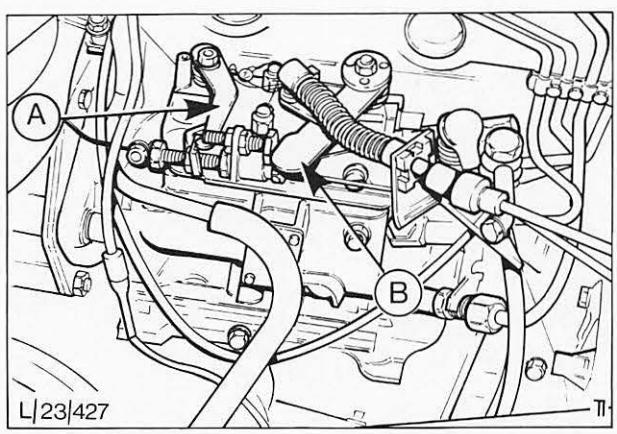

Abb. 29 Leerlaufdrehzahl-Einstellung der Einspritzpumpe
5. Sollte die Verzögerungszeit und die Leerlaufdrehzahl falsch sein, ist wie folgt vorzugehen (siehe Abb. 29):
6. Falls nur die Leerlaufdrehzahl falsch ist, muß der Hebel-Drehzahlüberhöhung eingestellt werden (siehe A in Abb. 29).